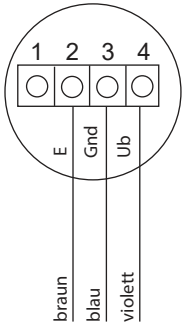

Abb. 13
2. Schließen Sie die Fühlerleitung an die Klemmen auf der Fühlerplatine gemäß Abb. 13.